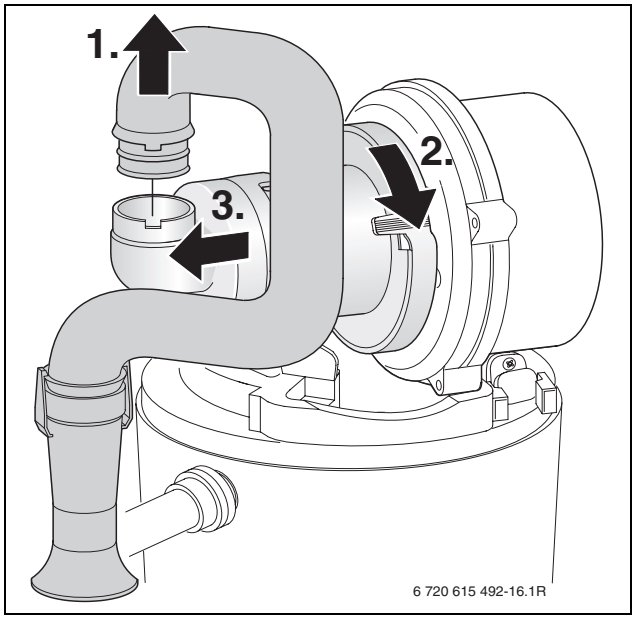
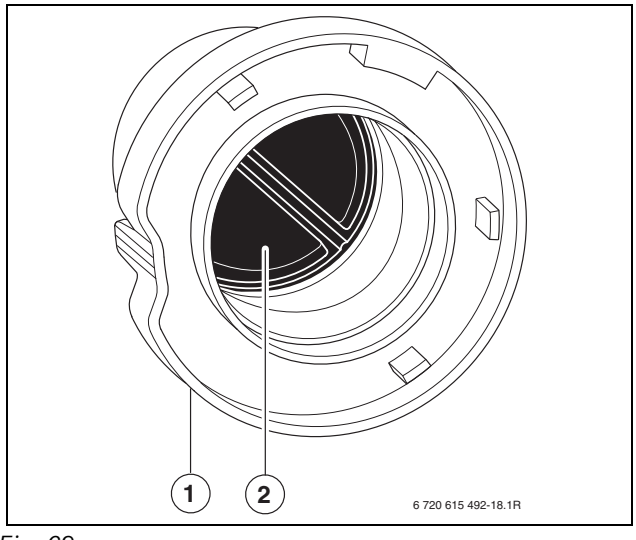

*Fig. 51*
*Fig. 69*
- Smontare il miscelatore (per le operazioni appena descritte seguire le fasi 1, 2, 3, 4 indicate nella fig. 51).
- Smontare il miscelatore aria/gas (fig. 69, rif. 1) seguendo la procedura presso fig. 51.
- Verificare l'eventuale presenza di impurità o di rotture sulla membrana (fig. 69, rif. 2).